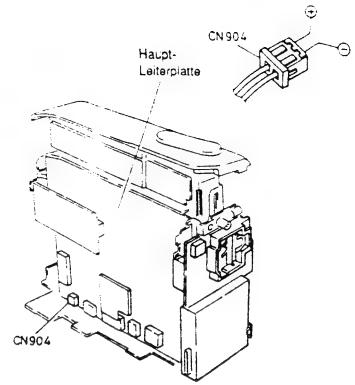

Abb. 2-14
Falls ein elektrisches Schaltkreissystem defekt ist, den Stecker CN904 von der Haupt-Leiterplatte abtrennen und eine 3 V Gleichspannung an den Stecker (Buchse) anlegen. Nun ist das Entladen möglich (siehe Abb. 2-14).
7) Die Gleichstromversorgung (DC3V) von CN904 entfernen (siehe Abb. 2-14).